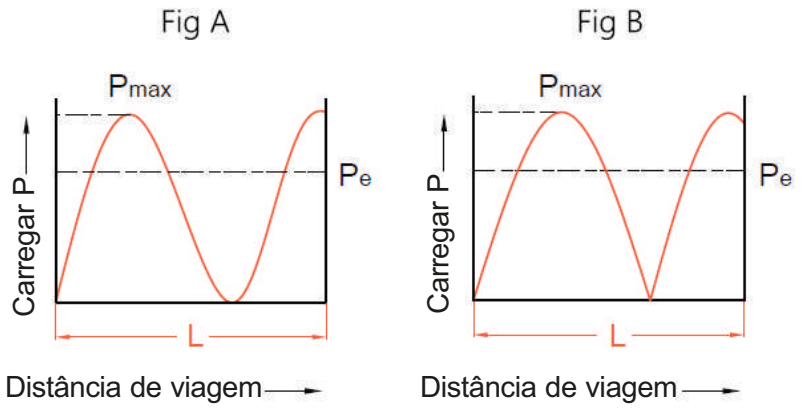

Fig 1.9.2
(2) Quando a carga muda de acordo com a curva senoidal (ver Fig. 1.9.2)